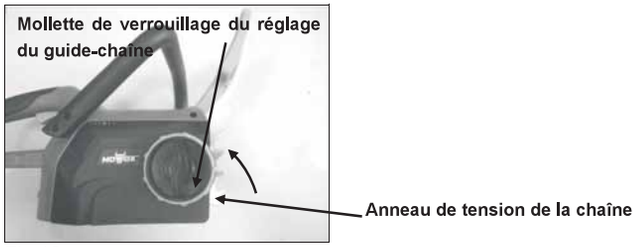

Fig.18
8.4 REMPLACEMENT DU GUIDE-CHAÎNE ET DE LA CHAÎNE DE LA TRONÇONNEUSE (FIG.18)